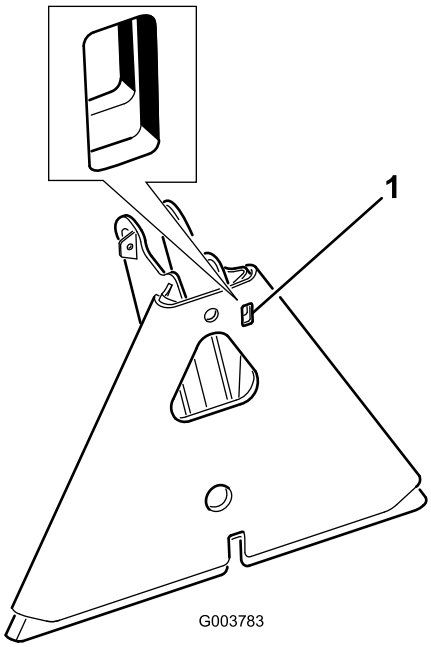

**Figuur 18**
**Opmerking:** Als de werktuigkoppeling blijft vastzitten aan de koppeling van de tractie-eenheid, moet u een wringijzer/schroevendraaier in de sleuf steken om beide delen van elkaar los te maken (Figuur 18).